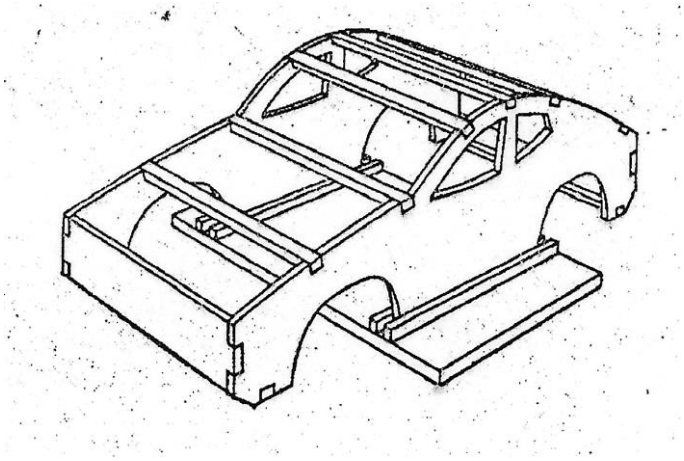

Рис. 3
3. Встановити деталі,що з'єднуються (передню, задню частини кузова і рейки) у відповідні гнізда (рис. 3).